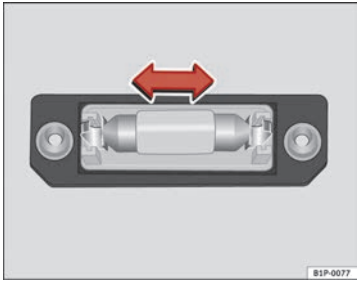

Fig. 211 Number plate light
– Remove the bulb, moving it in the direction of the arrow and outwards ⇒ Fig. 211.